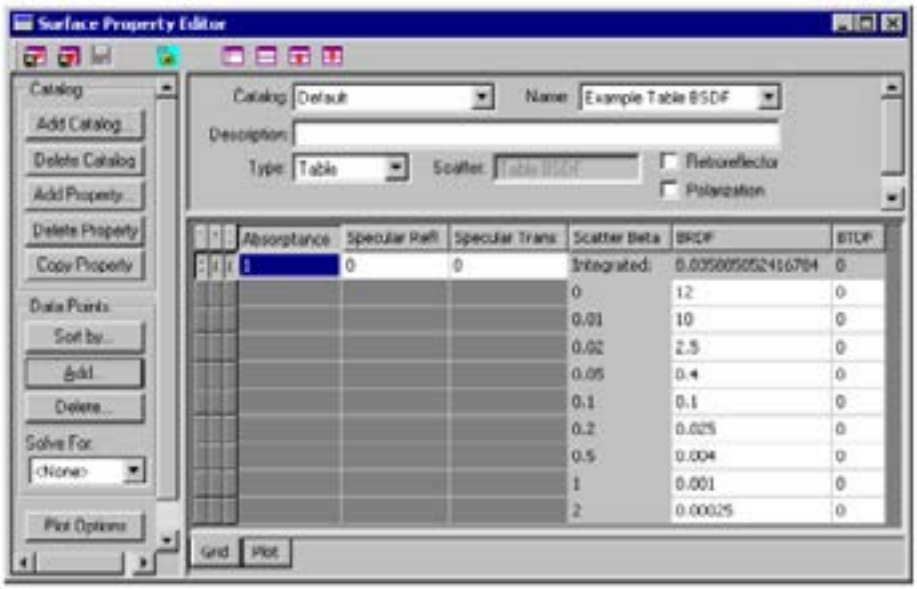

FIGURE 3.21 - Example table BSDF after importing back into the Surface Property Editor. TracePro has computed the Integrated BRDF.
7. サーフェスプロパティエディタでのテキストファイルのインポート : 図 3.21 に示すように、**ファイル | インポート |** を使用して、サーフェスプロパティエディタでテキストファイルをインポートします。